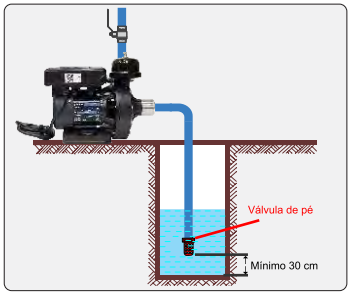

Figura 5
válvula de pé manterá a bomba escorvada, ou seja, manterá a bomba e a tubulação de sucção preenchida com o líquido quando o sistema for interrompido (ver figura 5).
8.17 A válvula de pé deve ficar, pelo menos, 30 cm acima do fundo, no centro do poço ou cisterna e deve-se garantir uma coluna de água suficiente para que não entre ar pela mesma. (ver figura 5).